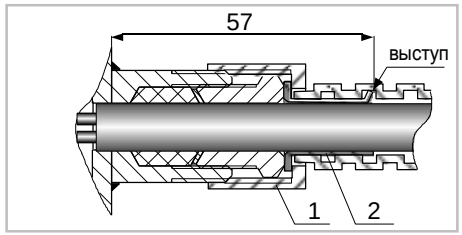

Рис.16
- устройство крепления металлорукава УКМ-10(12) (рис.16), состоящие из втулок 1(сталь) и 2 (медь). Крепление может осуществляться двумя способами: 1) Наворачиванием металлорукава (диаметром 10 или 12 мм) на втулку 2, на конце которой предварительно выполняется выступ (~ 1,5 мм) при помощи плоскогубцев; 2) Пайкой металлорукава к втулке 2. Пример обозначения: ПМП-201А-…-**УКМ-10** (или **УКМ-12**);